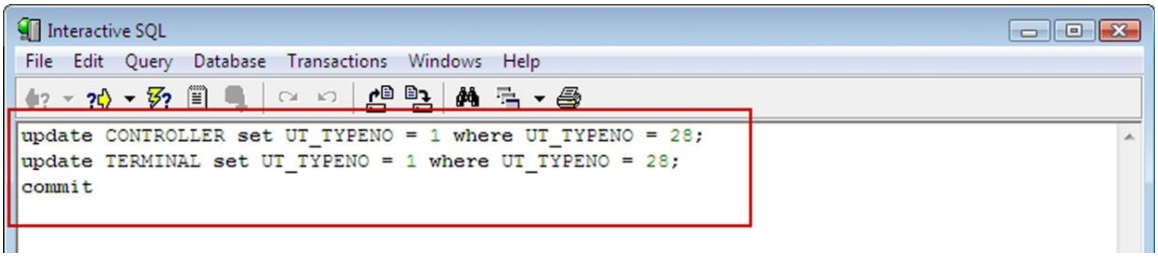

Figure 33 – Interactive SQL Dialog
3. Capture the script details highlighted in Figure 33.